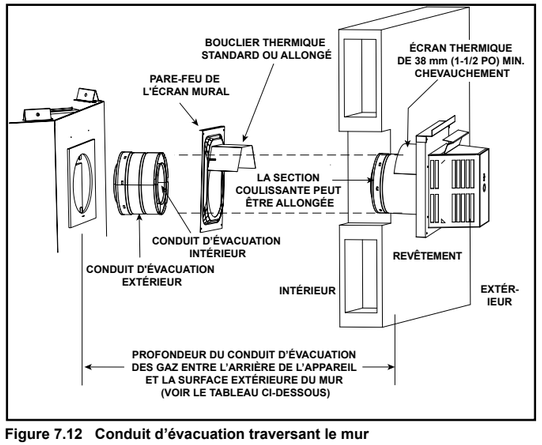

Figure 7.12 Conduit d'évacuation traversant le mur
- ***NE PAS*** *enlever les écrans thermiques fixés à l'écran mural pare-feu et au chapeau de l'extrémité horizontale (présenté à la figure 7.12).*
L'écran thermique est en deux parties. L'une des parties a été fixée à l'écran pare-feu du mur lors de la fabrication. L'autre partie a été fixée au chapeau de la cheminée lors de la fabrication. Voir la figure 7.12.